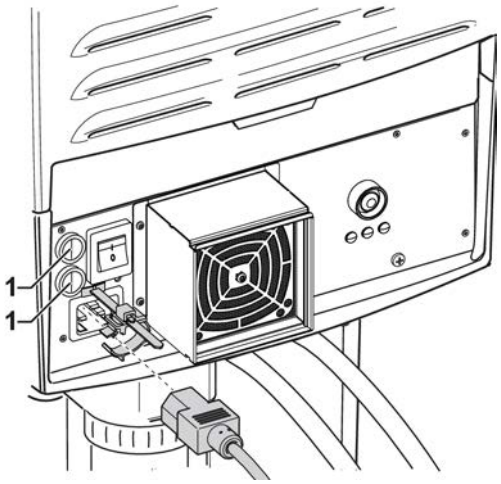

Figure 2-23. Power supply with fuses (1)
1) Connect the mains cable to the mains connector on the AC/DC power supply according to Figure 2-23 “Power supply with fuses (1)” on page 36.